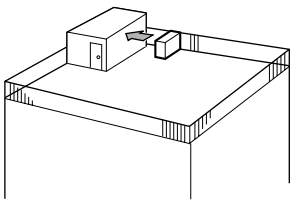

Fig. 3-2
① Richten Sie die Luftaustrittsöffnung mit einem Abstand von etwa 50 cm. auf die nächstgelegene Wand aus. (Fig. 3-2)